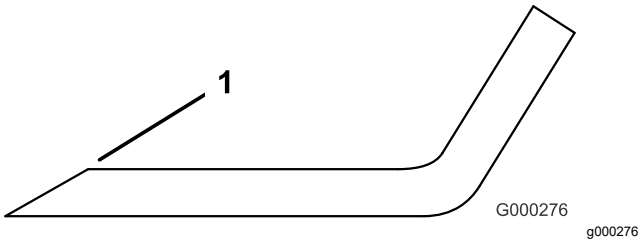

Figuur 75
1. Slijp de snijranden aan beide uiteinden van het mes (Figuur 75).